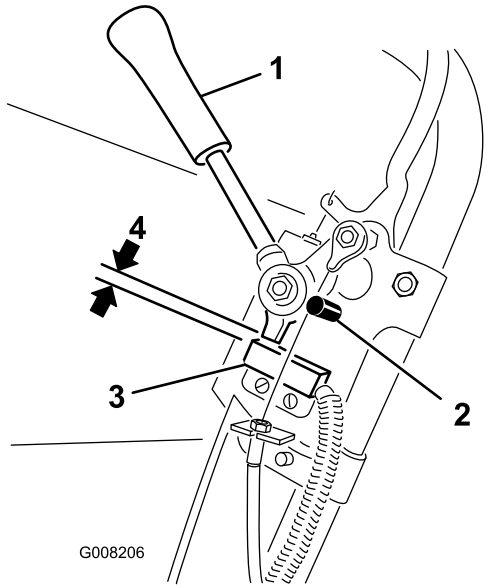

Figur 26
1. Påse at motoren er av og trekkspaken er frakoblet og hvilet mot fri-stopp (Figur 26).
2. Løsne monteringsfestene til sperrebryterne (Figur 26).
3. Plasser et 0,8 mm tykt mellomledd mellom trekkspaken og sperrebryteren (Figur 26).